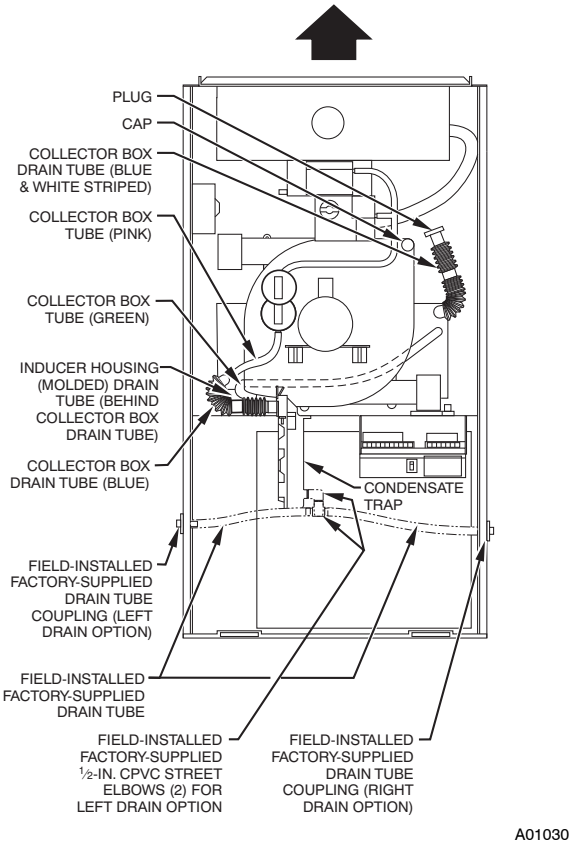

Fig. 6 - Factory-Shipped Upflow Tube Configuration (Shown with Blower Access Panel Removed)
Some assembly and modifications are required for furnaces installed in any of the 4 applications shown in Fig. 1. All drain and pressure tubes are connected as shown in Fig. 6. See appropriate application instructions for these procedures.
NOTE: See Fig. 6 or tube routing label on main furnace door to confirm location of these tubes.
j. Cement 2 factory-supplied 1/2-in. street CPVC elbows to the rigid drain tube connection on the condensate trap. (See Fig. 6.) These elbows must be cemented together and cemented to condensate trap drain connection.
NOTE: See Fig. 6 or 7 or tube routing label on main furnace door to check for proper connections.